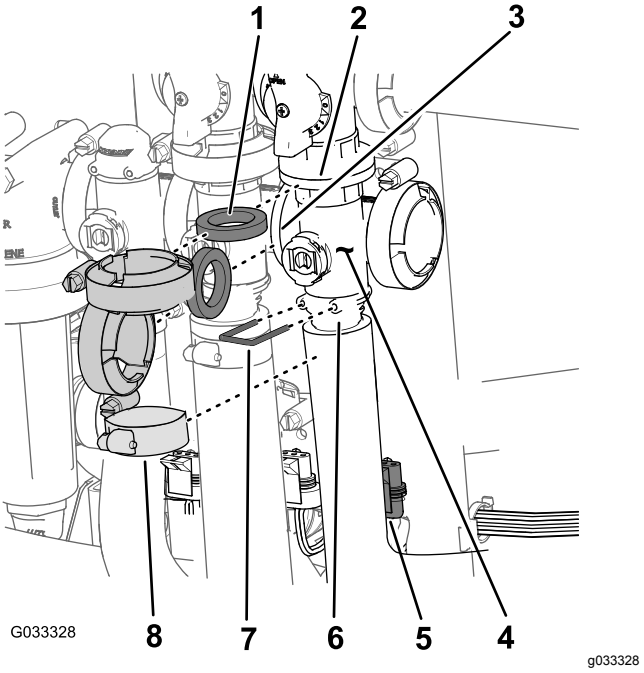

Figur 66
1. Fjern klemmene og pakningene som fester manifolden for hovedbomventilen (Figur 66) til omløpsventilen for hovedbommen, risteventilen og hovedbommanifold-ventilen (på enden av slangen til strømningsmåleren).
2. Fjern holderen som sikrer utgangsnippelen til manifolden for hovedbomventilen (Figur 66).